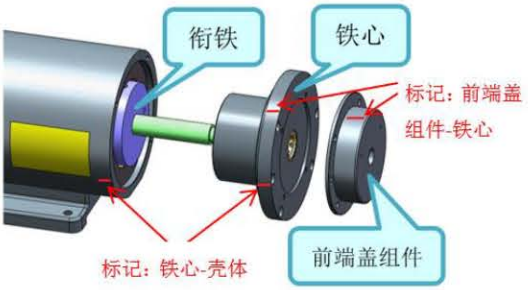
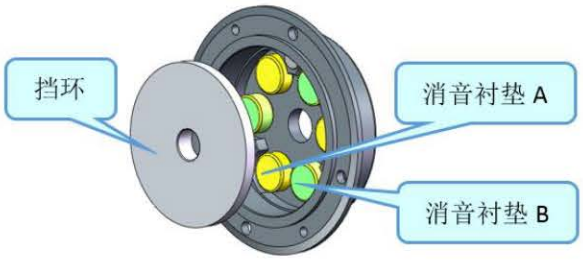

图 D-7
图 D-8
2) 标记铁心-壳体和前端盖组件-铁心，见图 D-7；
4) 将前端盖组件、铁心、衔铁拆下，见图 D-7，拆解前端盖组件，见图 D-8。